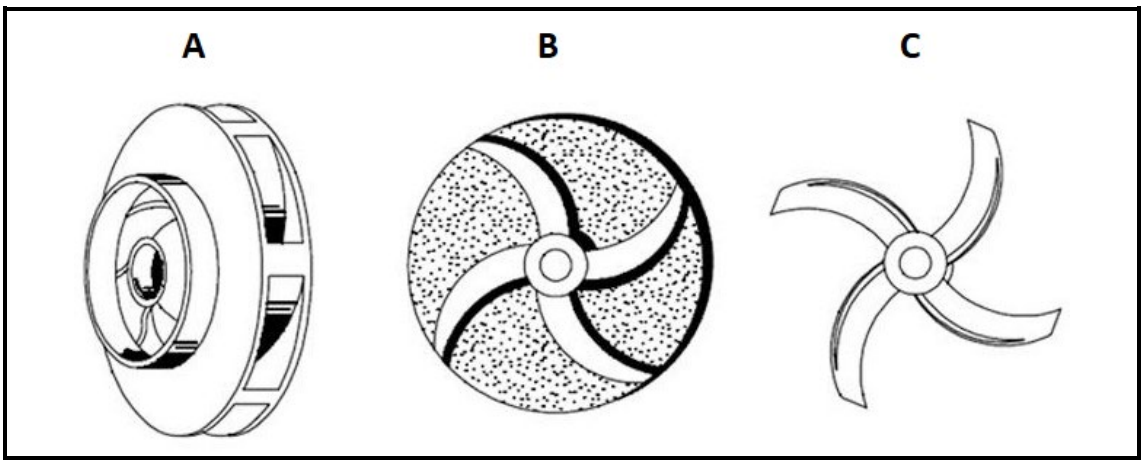

FIGURE 1
1.2 FIGURE 1 shows three forms of a main component of a common pump used in the refrigeration industry.
1.2.2 Identify each form in FIGURE 1 by writing the name next to the letter (A–C) in the ANSWER BOOK. (3)
1.3 The form of the component in FIGURE 1 that should be used in the pump is determined by the material or substance pumped.
Choose a component from FIGURE 1 to use for each substance below and write only the letter (A–C) next to the question number (1.3.1–1.3.3) in the ANSWER BOOK.